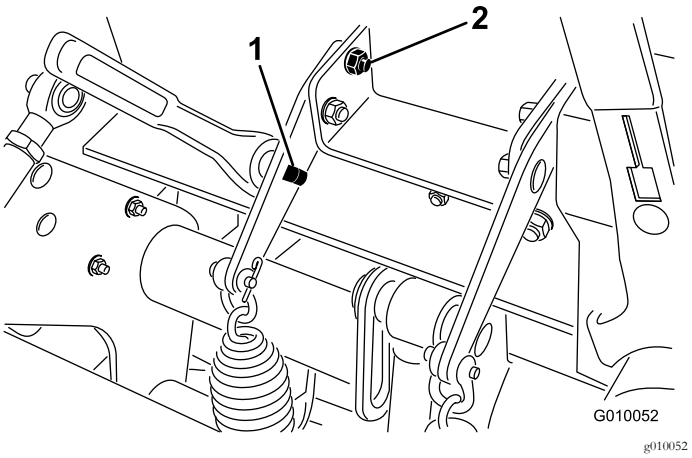

Figur 37
3. Sæt en skraldenøgle på 1/2 tomme eller et ledhåndtag ind i det firkantede hul i fjederpladen (Figur 37).